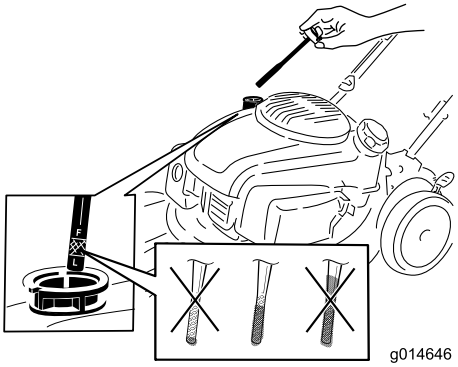

Figure 9
1. Retirez la jauge, essuyez-la sur un chiffon propre puis remettez-la dans le goulot de remplissage, **sans la visser** (Figure 9).
2. Ressortez la jauge et contrôlez le niveau d'huile (Figure 9). Si le niveau n'atteint pas le repère minimum (Add) sur la jauge, versez **lentement** une quantité d'huile suffisante dans le goulot de remplissage pour faire monter le niveau jusqu'au repère maximum (Full). **Ne remplissez pas excessivement.** (Remplissage max. : 0,65 L (22 oz), type : huile détergente 10W-30 ou SAE 30 de classe de service API SJ ou supérieure.)